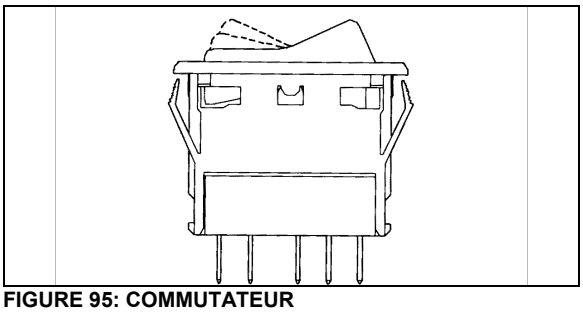

FIGURE 95: COMMUTATEUR
3. Pour installer un nouveau commutateur, inverser la procédure (Figure 95).